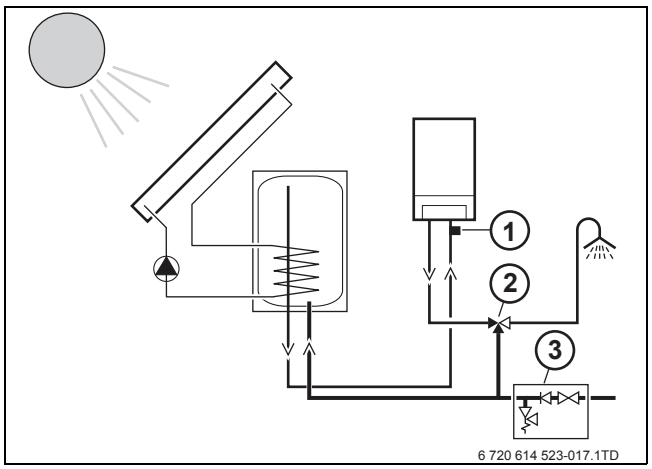

Afb. 11 Aansluiten zonneboiler
- ▶ Sluit de zonneboiler aan volgens de bijbehorende documentatie en het schema van afb. 11. Zorg ervoor dat de drinkwaterleiding tussen de zonneboiler en het cv-toestel niet langer is dan 12 m, bij een leidingdiameter van Ø15 mm.